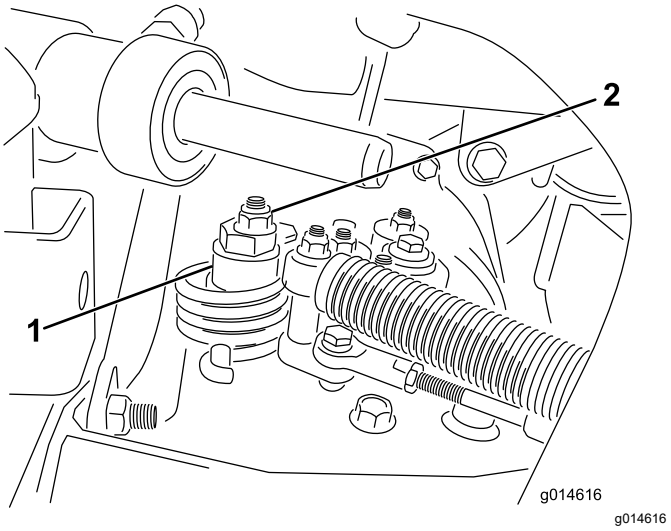

Figur 37
A. Løsne mutteren som fester eksenteren til toppen av hydrostaten (Figur 37).
C. Stram eksenteren til den ikke beveger seg i noen retning. Når hjulet ikke lenger roterer, må du stramme mutteren som låser eksenteren og justeringen (Figur 37). Kontroller justeringen med gassen i SAKTE- og HURTIG-stillingen.